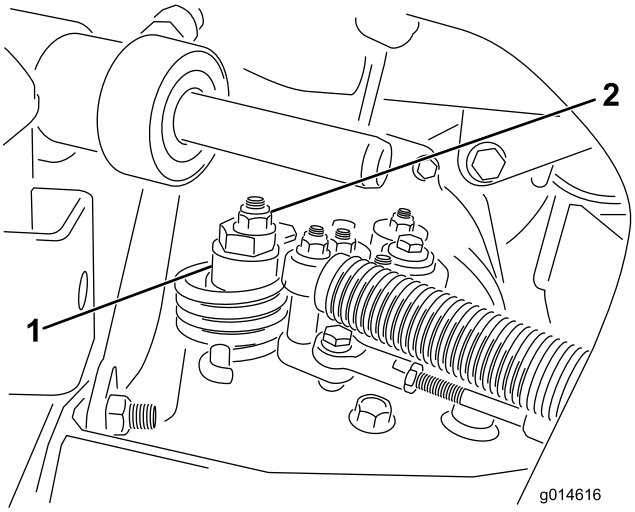

**Figur 49**
A. Lossa muttern som fäster excenterbulten på hydrostatens ovandel (Figur 49).
C. Vrid excenterbulten tills maskinen inte kryper i någon riktning. När hjulet slutar rotera drar du åt muttern som låser excenterbulten och justeringen (Figur 49). Kontrollera justeringen med gasen i det långsamma och snabba läget.